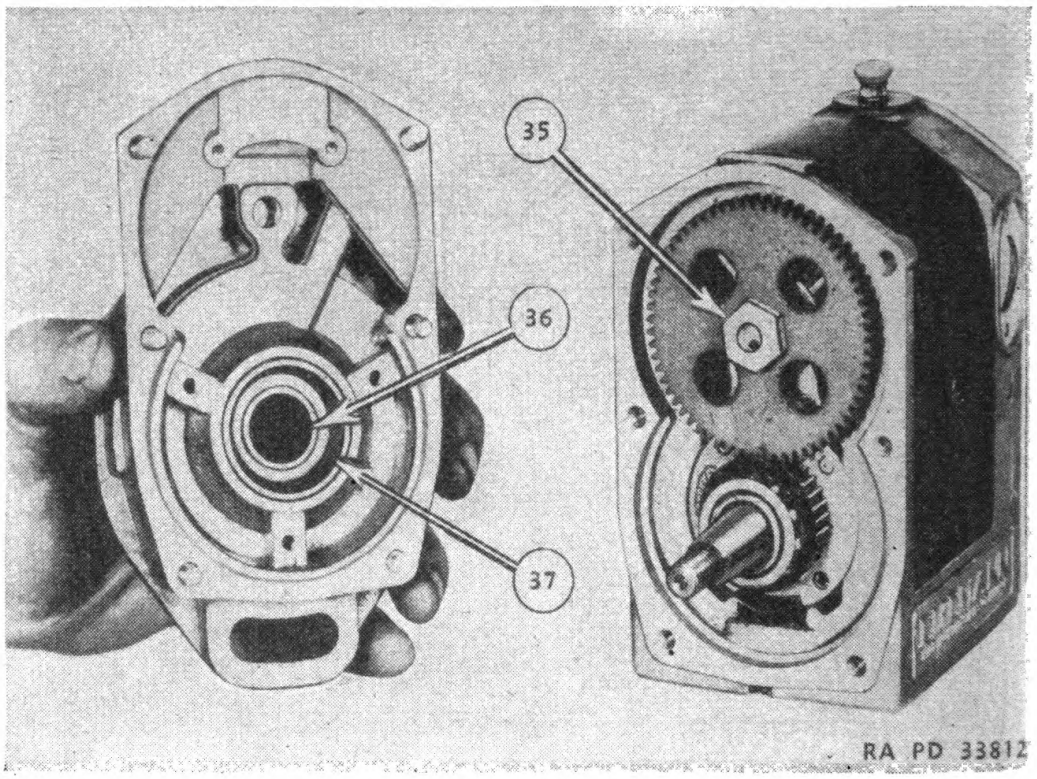
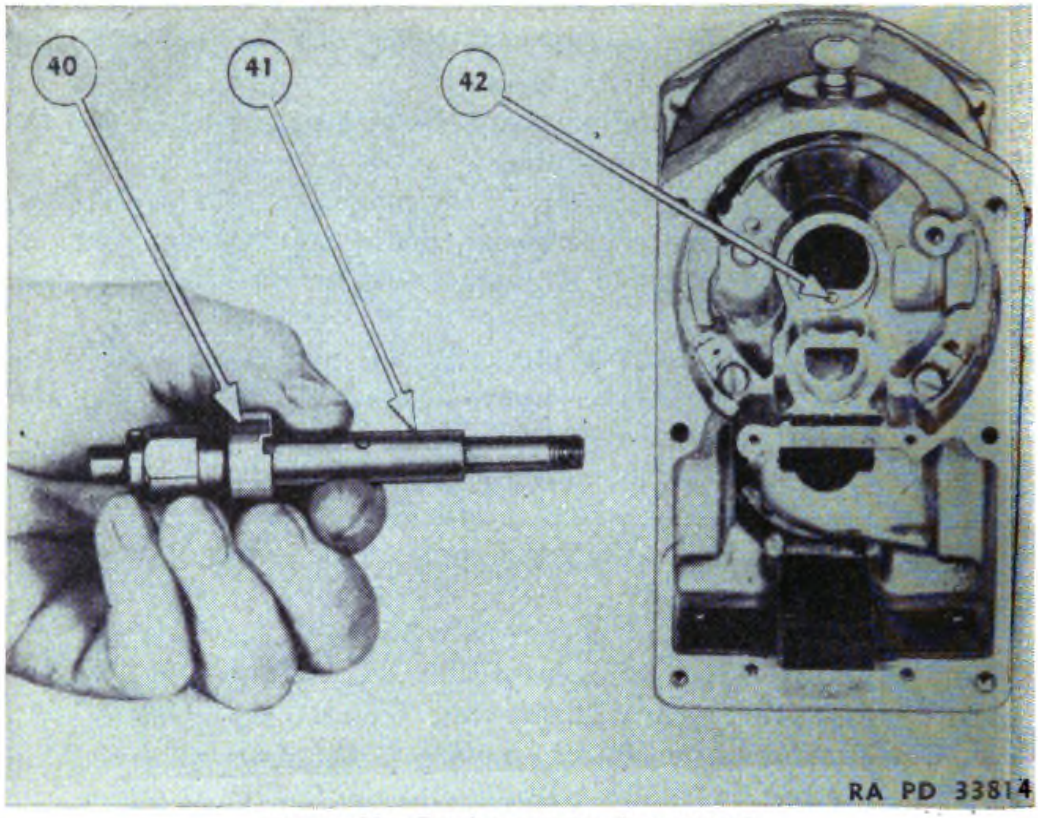

FIGURE 96.—Shaft removal.
FIGURE 98.—Breaker cam bearing removal.
c. Remove cotter pin and nut (35) (fig. 96) on the shaft and gently tap the shaft out of the gear.
f. The breaker cam bearing (40) (fig. 98) may be removed after the pin in brass bushing (41) has been driven out. If the cam is scored, replace shaft and cam assembly.
g. Line up slot in the outer race with pin (42) in the housing before pressing the bearings into position.
i. The seal (36) (fig. 96) should be replaced if damaged.
b. Use wedge (22413) and puller body (19990) (fig. 95②) to remove the outer race (37) (fig. 96) from the housing. Arbor (19987) (fig. 95①) and support (19983) should be used to install this outer bearing race.